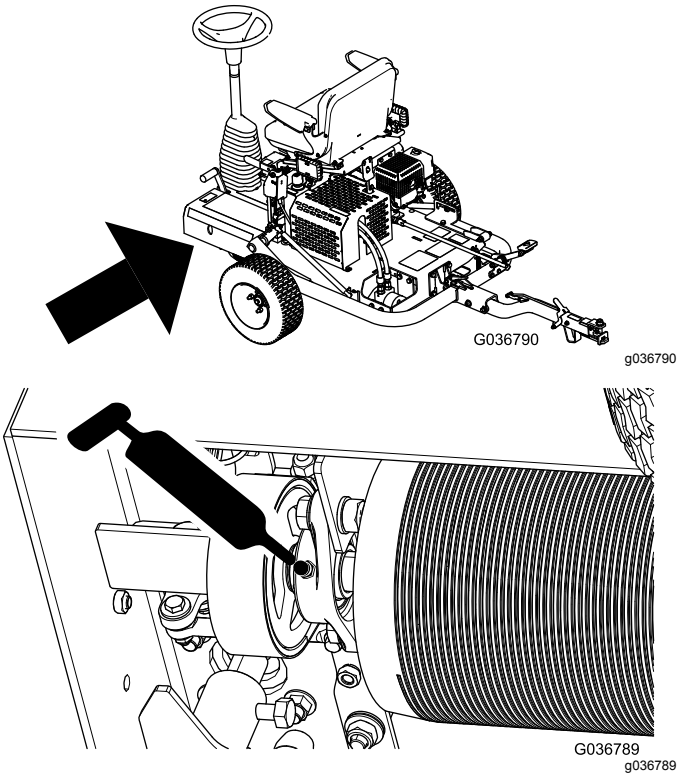

Figur 29
2. Pump fedt ind i smøreniplen som vist i Figur 29.